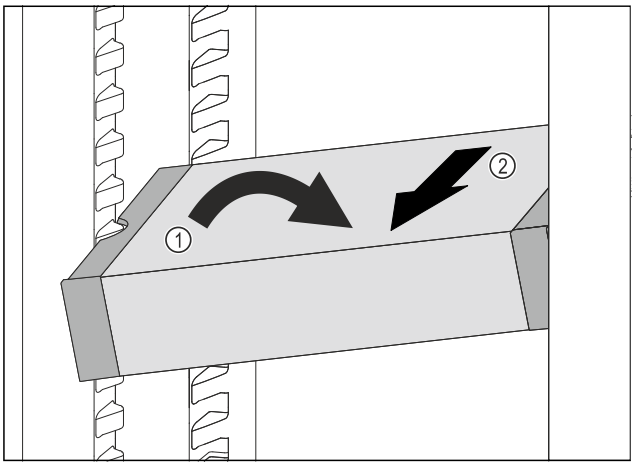

Fig. 166
- ▶ Predal VarioSafe postavite v hladilniku postrani. *Fig. 166 (1)*
- ▶ Predal VarioSafe izvlecite v smeri naprej. *Fig. 166 (2)*